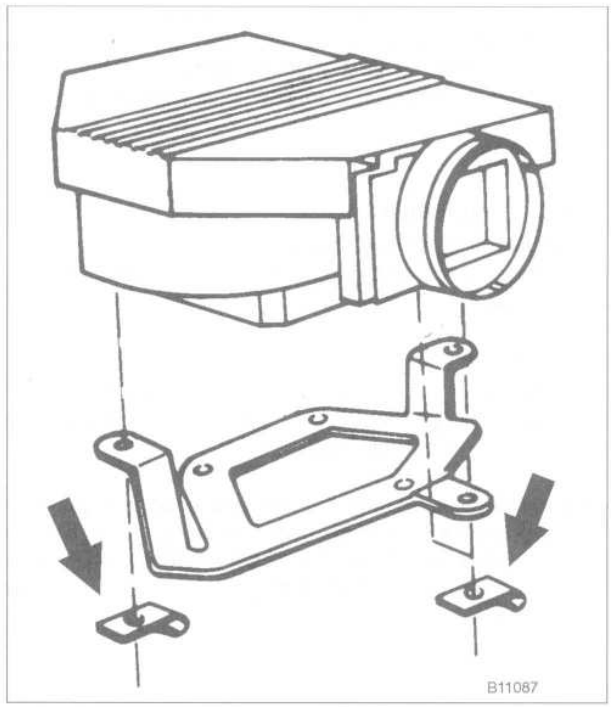

Fig. 23. Air flow sensor mounting clips (**arrows**).
5. Remove the air flow sensor by disconnecting the harness connector and removing the retaining clips from the underside of the meter. See Fig. 23.